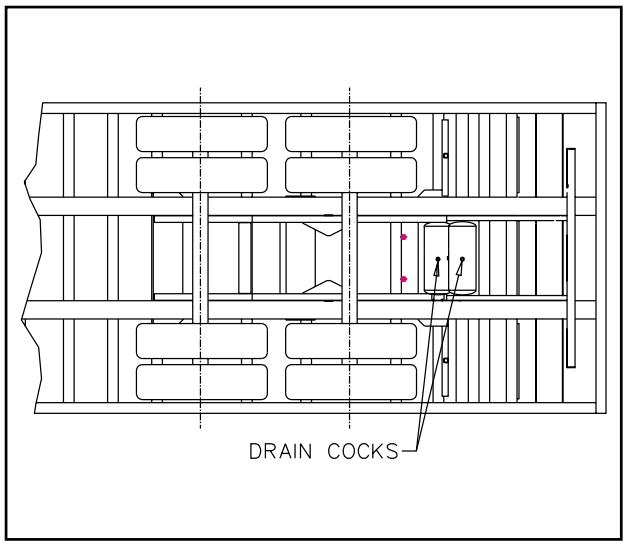

Figure 4-8 Drain Cock Locations
d. Drain air reservoir daily. A drain cock on the bottom of each air reservoir vents the tank to drain collected water and oil. If held open, air pressure in the tanks is relieved, causing the emergency or parking brakes to be applied **(See Figure 4-8).**
b. Drain the semitrailer air system of all air and moisture. **(See Figure 4-8).**